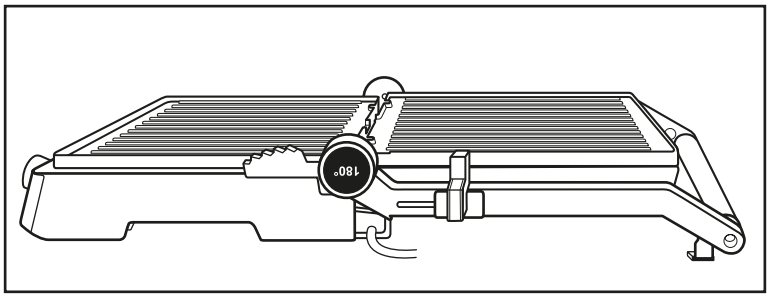

Abb. 2
3) Die Heizplatten ⑩ liegen nun nebeneinander und können als Tischgrill genutzt werden (Abb. 2).